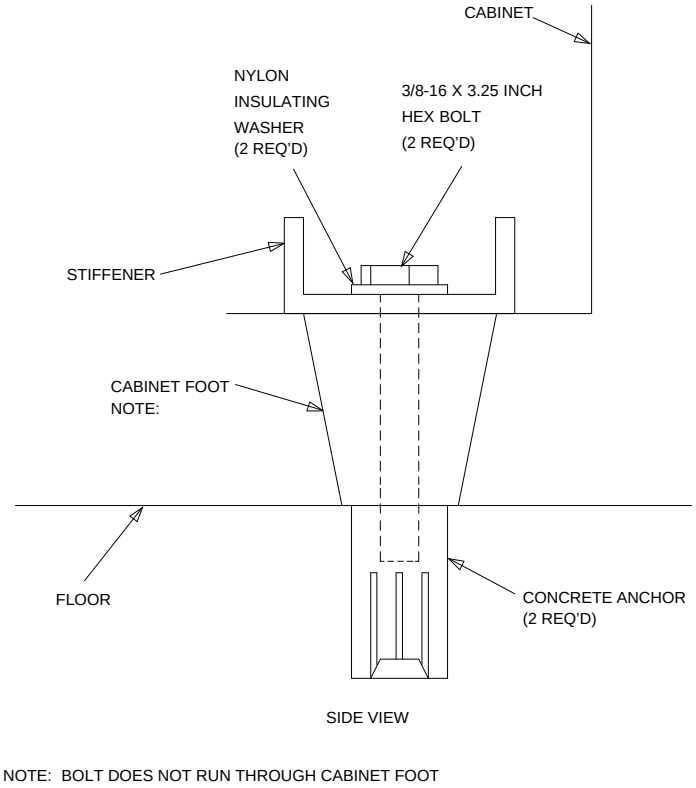

Figure 1-4. Cabinet Earthquake Mounting — Concrete Floor
12. Fasten the cabinet to the floor (Figure 1-4).